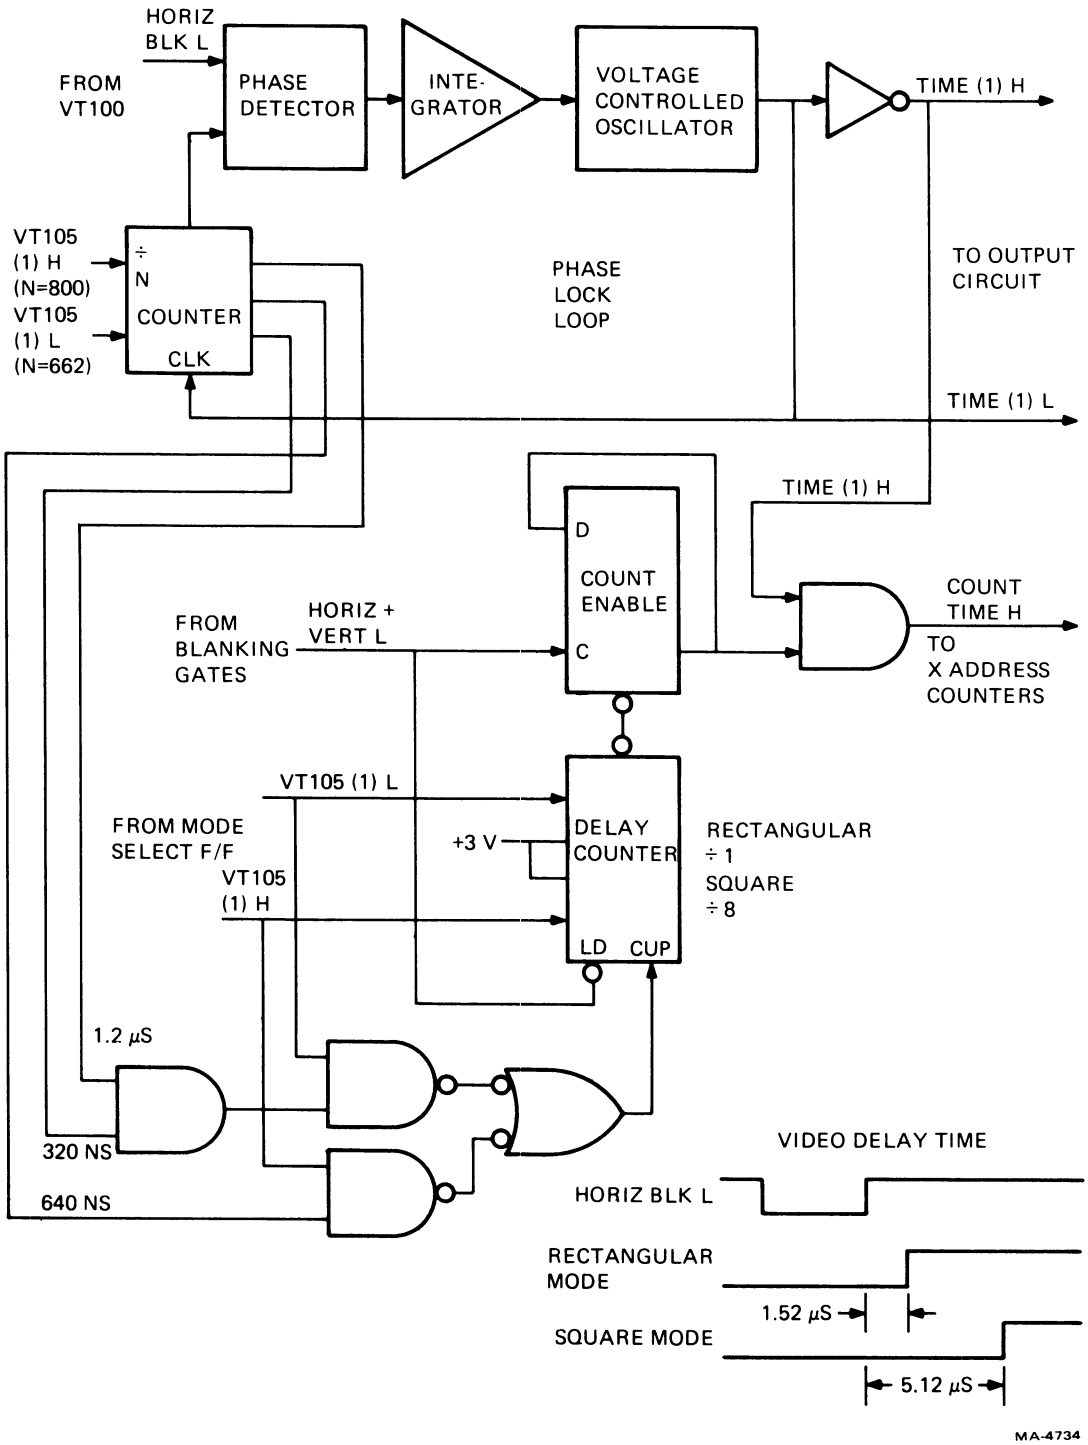

Figure 6-17 Phase Lock Loop Timing
6.4.1.6 Phase Lock Loop Timing – A 10.4 MHz signal and a 12.4 MHz signal are needed to achieve the rectangular and square aspect ratio, respectively. A phase lock loop (Figure 6-17) is used to generate and maintain these frequencies. The HORIZ BLK L signal from the VT100 terminal controller is used at one input to a phase detector. The phase detector monitors the output of the voltage controlled oscillator (VCO) to detect any frequency drift. The output frequency is divided by the number N in a counter to approximate the HORIZ BLK L input. The value for N is 662 for the rectangular aspect ratio and 800 for the square aspect ratio.